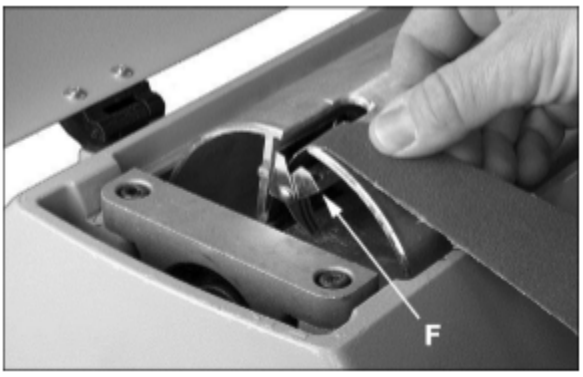

Рис. 5
1. Прижмите зажимной рычаг (F, Рис. 5) на внешнем (левом) конце барабана и проденьте клиновидный конец абразивной ленты через прорезь в зажиме, как показано на рисунке. Заведите в зажим примерно 75 мм абразивной ленты. Выровняйте косую кромку ленты с левым краем барабана.